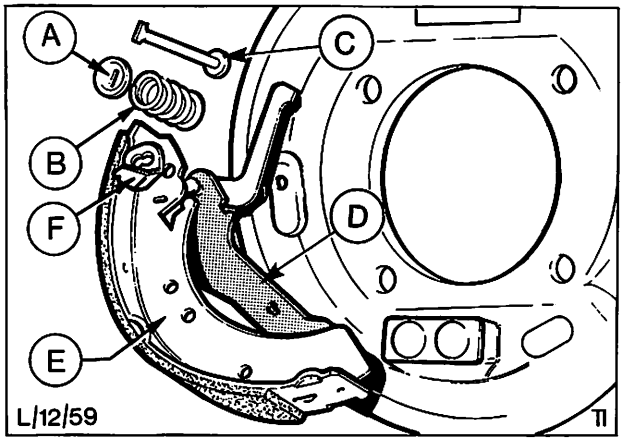

Abb. 38 Einzelteile – hintere Bremsbacke
3. Haltestift „C", Abb. 38, Feder „B" und Federteller „A" der hinteren Bremsbacke entfernen. Schwinghebelsicherung „F" abnehmen und Bremsbacke „E" vom Schwinghebel „D" trennen.